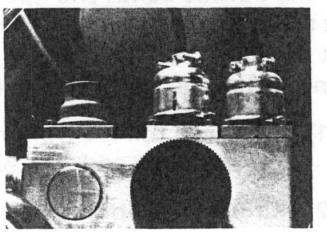

Figure 3-1.
(1) Remove the rear and right side panels and take out loose packing at the top under the air compressor (if present).
(2) Pull off the plastic cap* from the sidearm of the cold trap (936-70: inlet tube of the diffusion pump). If necessary, pierce first with knife, but do not scratch the sidearm tubing. Remove plastic cap* from spectrometer tube (shipped in separate box* in the container to prevent possible damage from shocks received in transit).
(3) Now slide spectrometer tube compression fitting over the sidearm tubing as far as it will go and hand tighten. This will hold the spectrometer tube securely in position and the O-ring within the fitting will provide a good vacuum seal. (Caution: Do not lubricate the O-ring, as lubricants tend to trap helium and give signals when there is no leak present.)
(4) Remove the long bolts* securing both mechanical pumps to the orange frame. The vacuum pumps are shipped with the proper initial charge of oil.
(5) Remove shorting foil from preamplifier pins. Now attach the three plugs as shown in Figure 3-1. The high voltage cable for the cold cathode gauge (on left) should be inserted carefully to be sure that the pointed terminal has entered the cable end. Then slide the cap down over the rim.
(6) Remove Leak Indicator from its shipping container. Unlock and open upper cabinet cover. Place the Leak Indicator unit approximately in its final position, being sure to engage and seat both studs in the keyhole-shaped slots. Tighten thumb screw and make electrical connection.